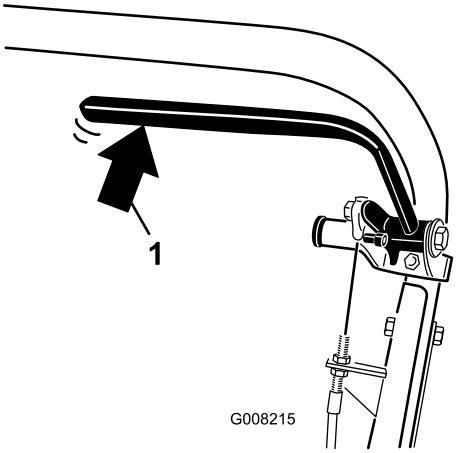

**Figur 35**
2. Bruk en fjærvekt og trykk bakover på servicebremsespaken (Figur 35). Parkeringsbremsen skal slippe når det påføres 13,5 til 18 kg kraft. Hvis parkeringsbremsen slipper før 13,5 til 18 kg kraft er påført, må bremsekabelen justeres. Gå videre til trinn 3.